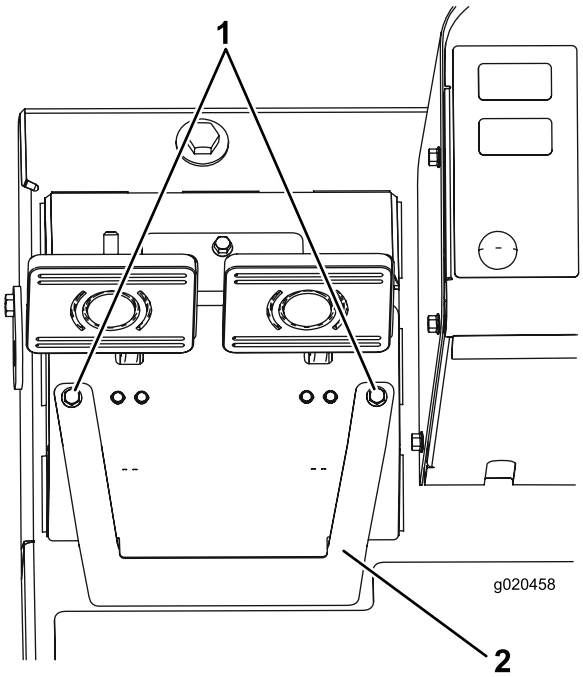

図 67
A. 取り付けねじ2本を取り外してブレーキ調整カバーを外す図 67。